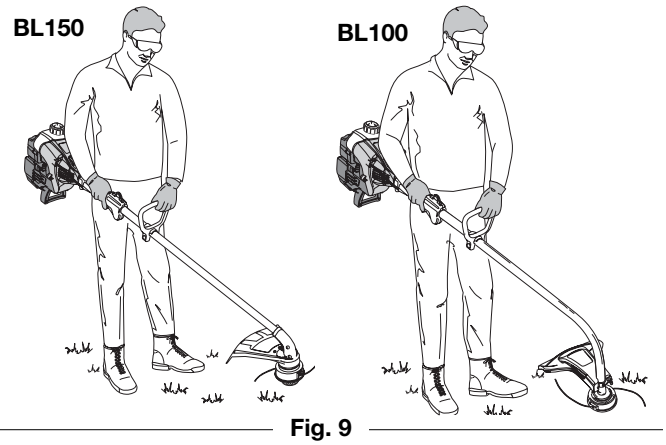

Fig. 9
4. Mientras sostiene la unidad en posición de operación (Fig. 9), coloque la manija en D en el lugar que le brinde el mejor agarre.
Antes de operar esta unidad, párese en posición de operación (Fig. 9). Verifique lo siguiente: